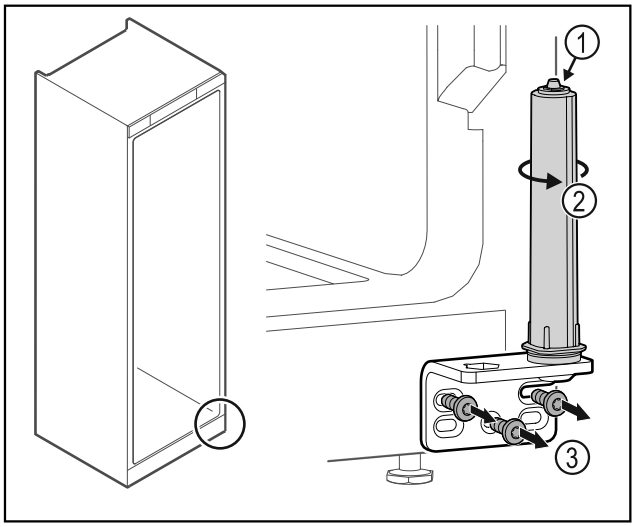

Fig. 31
▶ Не разбирайте систему закрытия двери *Fig. 31 (1)*.
▶ Поворачивайте систему закрытия *Fig. 31 (2)* до щелчка.
▶ Отвинтите шарнирные уголки *Fig. 31 (3)*.